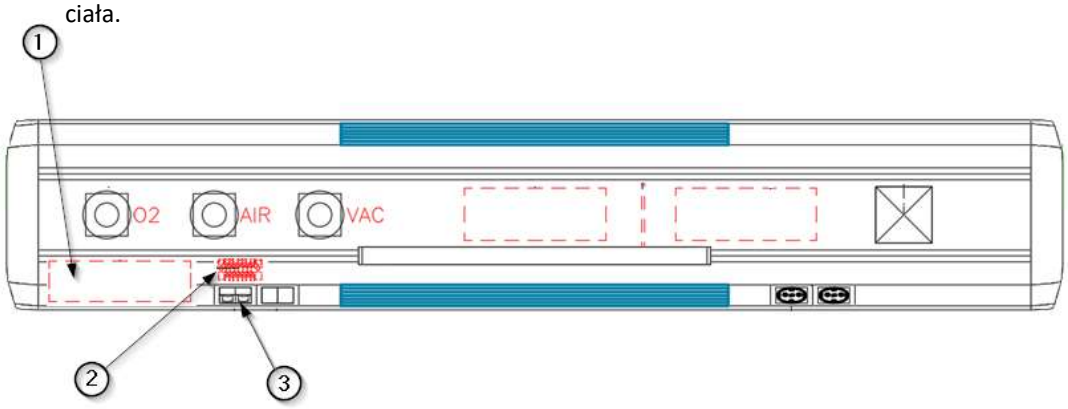

Rys. 9 Szczegóły punktów połączeń elektrycznych w N270
Obwody elektryczne, głosowe i danych są wprowadzane do urządzenia przez okienko ①, którego wymiary i położenie są szczegółowo opisane w planie instalacji urządzenia. Obwody elektryczne kończą się we wspólnej listwie zaciskowej ②, z wyjątkiem obwodów głosowych i danych, które są podłączone bezpośrednio do odpowiedniego mechanizmu ③. Patrz rysunek 9.